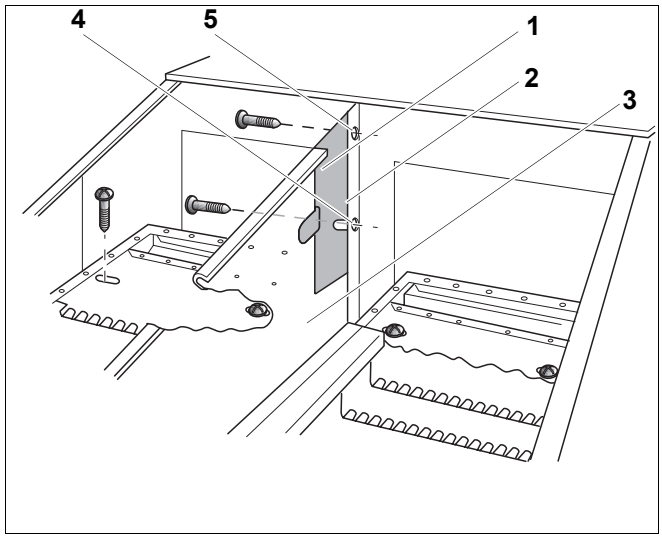

Rys. 56 Montaż blachy osłonowej
Dla kotłów innych wielkości należy zamontować załączoną blachę osłonową (rys. 56, **poz. 1**) zgodnie z poniższym opisem.
- Nałożyć blachę osłonową (rys. 56, **poz. 1**) na ściankę rozdzielającą (rys. 56, **poz. 3**).
- Śrubą przymocować blachę osłonową (rys. 56, **poz. 1**) w górnym otworze (rys. 56, **poz. 5**) do poprzeczki (rys. 56, **poz. 2**) przerywacza ciągu.
- Śrubą przymocować blachę osłonową (rys. 56, **poz. 1**) w dolnym otworze (rys. 56, **poz. 4**) do poprzeczki (rys. 56, **poz. 2**) przerywacza ciągu.
- Przed zamontowaniem pokrywy wyczystkowej należy zamontować blachę osłonową (rys. 56, strona 45).